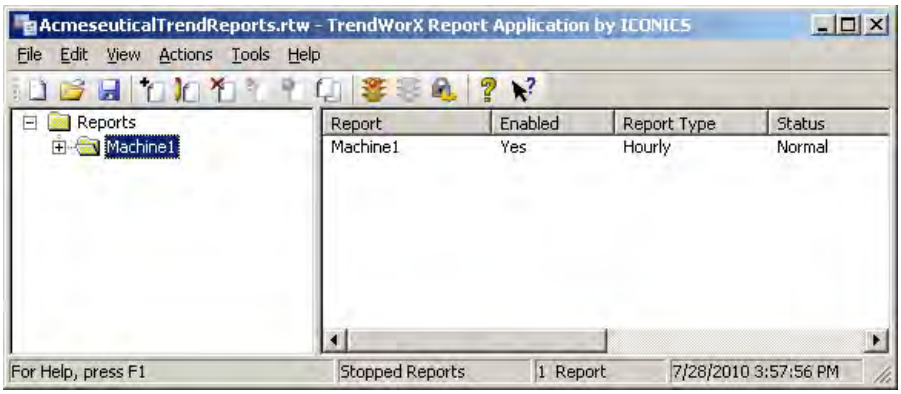

Figure L12.14 - Configured TrendWorX32 Report
31. Click on "Finish" to complete the configuration and return to the **TrendWorX32 Report Application**, as depicted in Figure L12.14.